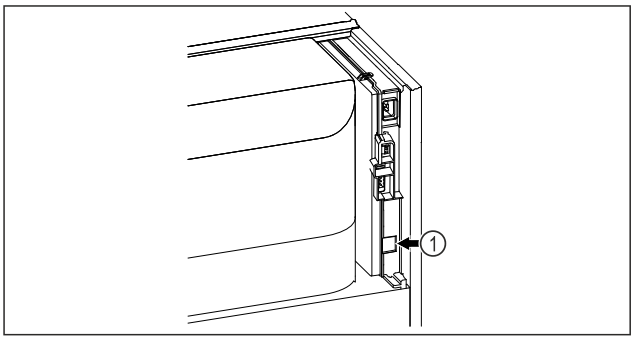

Fig. 100
❑ SmartModule *Fig. 100 (1)* este instalat.